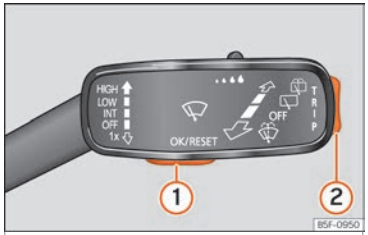

Fig. 125 Alavanca do limpa para-brisas: botão de controlo.
Enquanto existir uma advertência com prioridade 1 ››› Página 114, não será possível aceder a nenhum menu. Algumas advertências podem ser confirmadas e ocultadas com o botão ››› Fig. 125 (1).